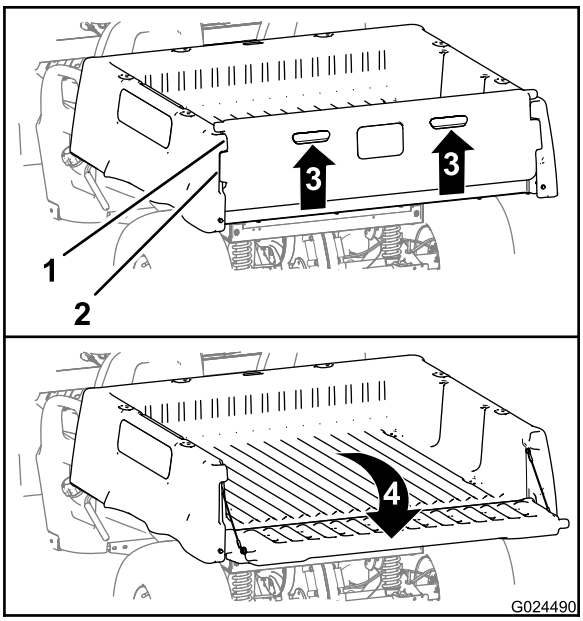

Figur 20
2. Lyft upp med hjälp av handtaget på flakskyddets bakpanel (Figur 20).
3. Rikta in flakskyddets låsflänsar efter öppningarna mellan lastflakets flakskyddsflänsar (Figur 20).
4. Fäll flakskyddet bakåt och nedåt (Figur 20).
6. Fäll flakskyddet uppåt och framåt tills flakskyddets låsflänsar är i linje med lastflakets flakskyddsfördjupning (Figur 20).
7. Fäll flakskyddet bakåt tills det sitter på plats bak på lastflaket (Figur 20).